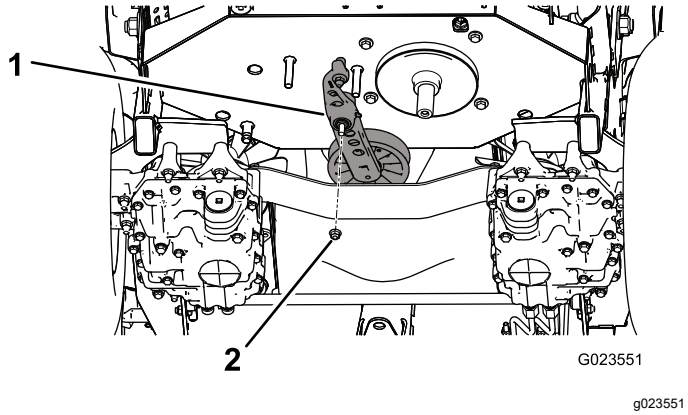

**Figuur 56**
5. Verwijder de moer waarmee de spaninrichting is bevestigd aan het frame (Figuur 56).